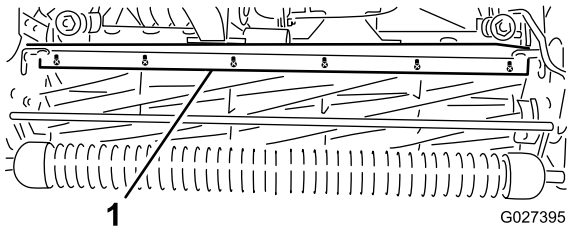

Figur 52
1. Lossa de skruvar som håller fast den övre stången (Figur 52) på klippenheten.